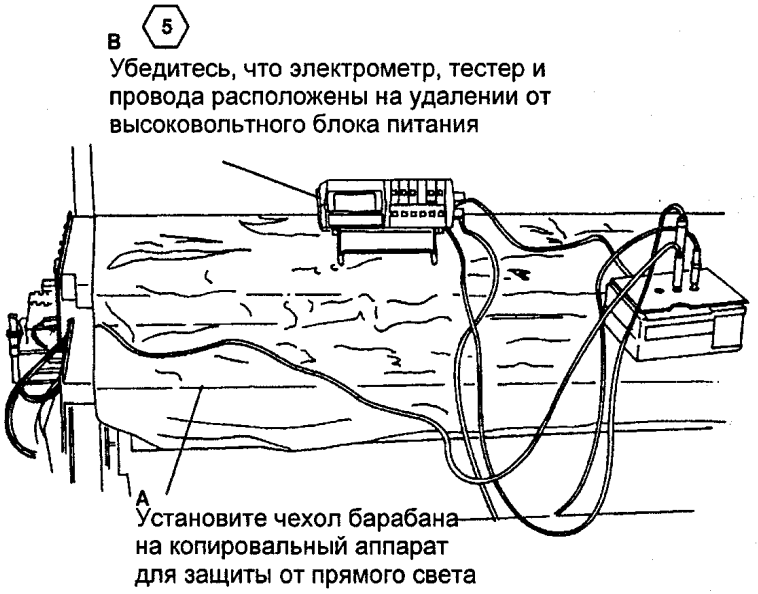

Рис. 3 Правильное положение электрометра, тестера и измерительных проводов
9. (РИС. 3): ПРАВИЛЬНОЕ ПОЛОЖЕНИЕ ЭЛЕКТРОМЕТРА, ТЕСТЕРА И ИЗМЕРИТЕЛЬНЫХ ПРОВОДОВ.
5 *ШАГ 9В: Электрометр, тестер и измерительные провода должны располагаться на удалении от высоковольтного блока питания, для того чтобы получить правильные показания напряжения. Электрометр и тестер также должны быть отделены друг от друга, как показано на рис. 3. Всю оставшуюся часть процедуры сохраняйте такое положение электрометра, тестера и измерительных проводов. На этом этапе не соединяйте тестер и электрометр. Назначение этого рисунка – показать правильное взаимное расположение приборов. Соедините приборы при выполнении последующих шагов, когда это станет необходимым.*
6 *Электрометр, тестер и измерительные провода показаны в этом положении только для удобства. Правильное положение приборов при выполнении серии электростатической настройки показано на рис. 3.*
7 *Электрометр, тестер и измерительные провода показаны в этом положении только для удобства. Правильное положение приборов при выполнении серии электростатической настройки показано на рис. 3.*
8 *Установите цифровой тестер и электрометр так, как показано на рис. 3, шаг 7.*